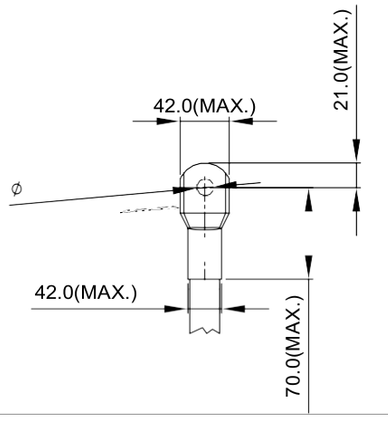
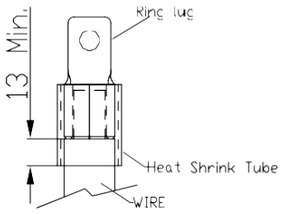

Рис. 3
Рис. 4
6. На рис. 3 и Рис. 4 дана спецификация термоусадочной трубки в соответствие с UL (600C, YDPU2).
- На рис. выше по умолчанию установлена перемычка S1-SCM. По умолчанию для дискретных входов установлен режим NPN (SINK), т.е. установлена перемычка на клеммах +24V и COM; Подробнее см. рис. 4 в главе «Подключение».